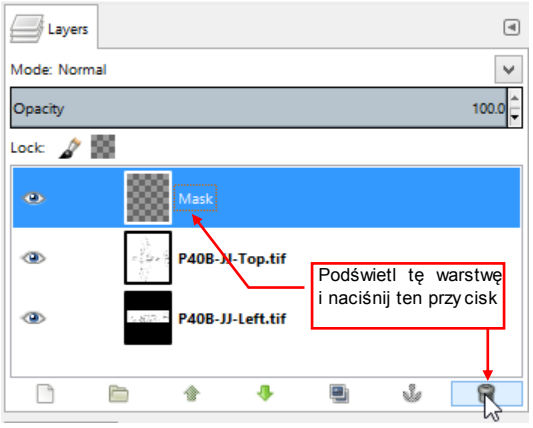

Rysunek 3.12.1 Usuwanie warstwy (zakładka *Layers*)
2. W zakładce ***Layers***: Podświetl wiersz, odpowiadający warstwie, którą chcesz usunąć. Następnie naciśnij przycisk z ikoną kosza (Rysunek 3.12.1).